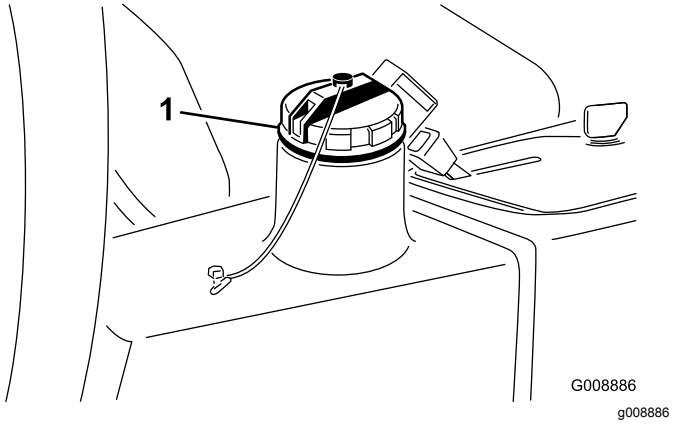

Figuur 75
4. Vul het reservoir (Figuur 75) met ongeveer 13,2 liter hydraulische vloeistof; zie Hydraulische vloeistof controleren (bladz. 29).